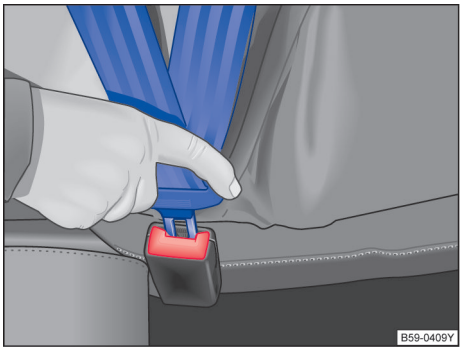

图 28 安全带锁扣和插口
– 将锁舌插入所属座椅的安全插锁内，下压，直至听到啮合声 →图 28。安全带锁舌被锁扣锁止。